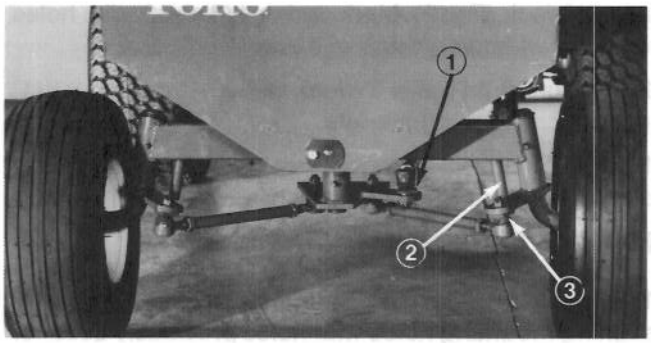

Figure 16
4. Steering must be readjusted to maintain correct turning radius. Turn steering wheel fully toward left. (Not required on Groundsmaster 223–D or 224). Loosen jam nuts (both ends) and lengthen steering tube until right hand spindle contacts axle stop. Tighten jamnuts (both ends) on steering tube (Fig.16).